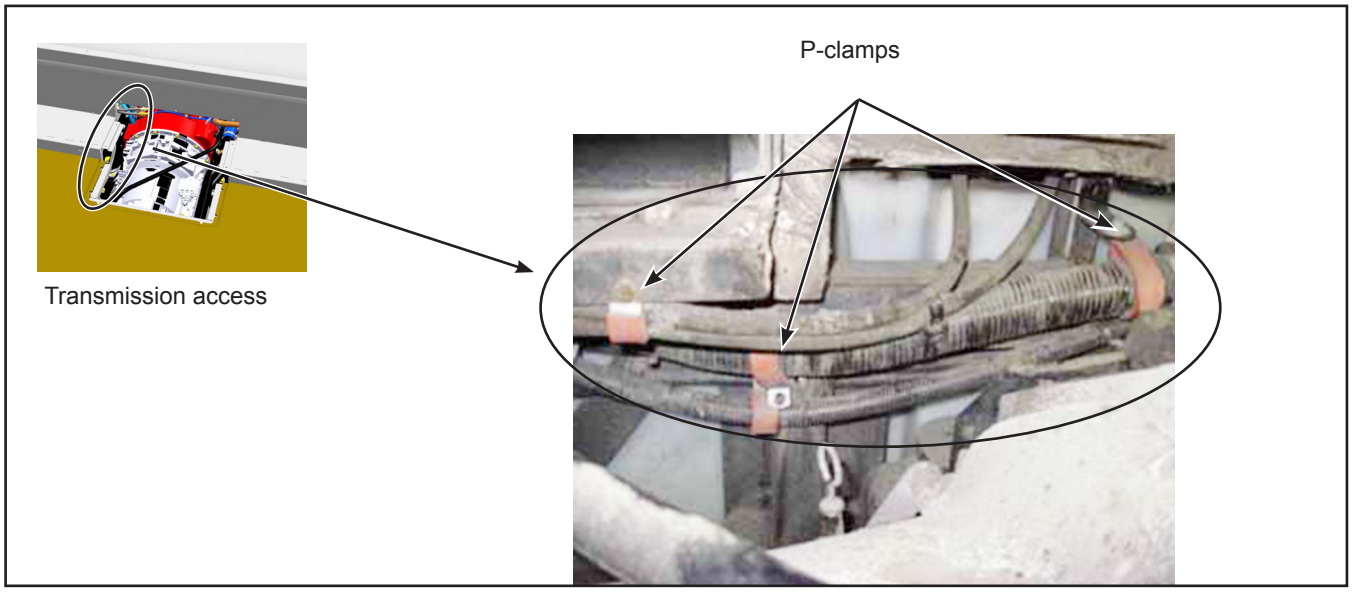

Figure 5 - Electrical Harness
1.8. Remove the P-clamps and move the electrical harness aside. See Figure 5. This step is required to access the engine mounts.